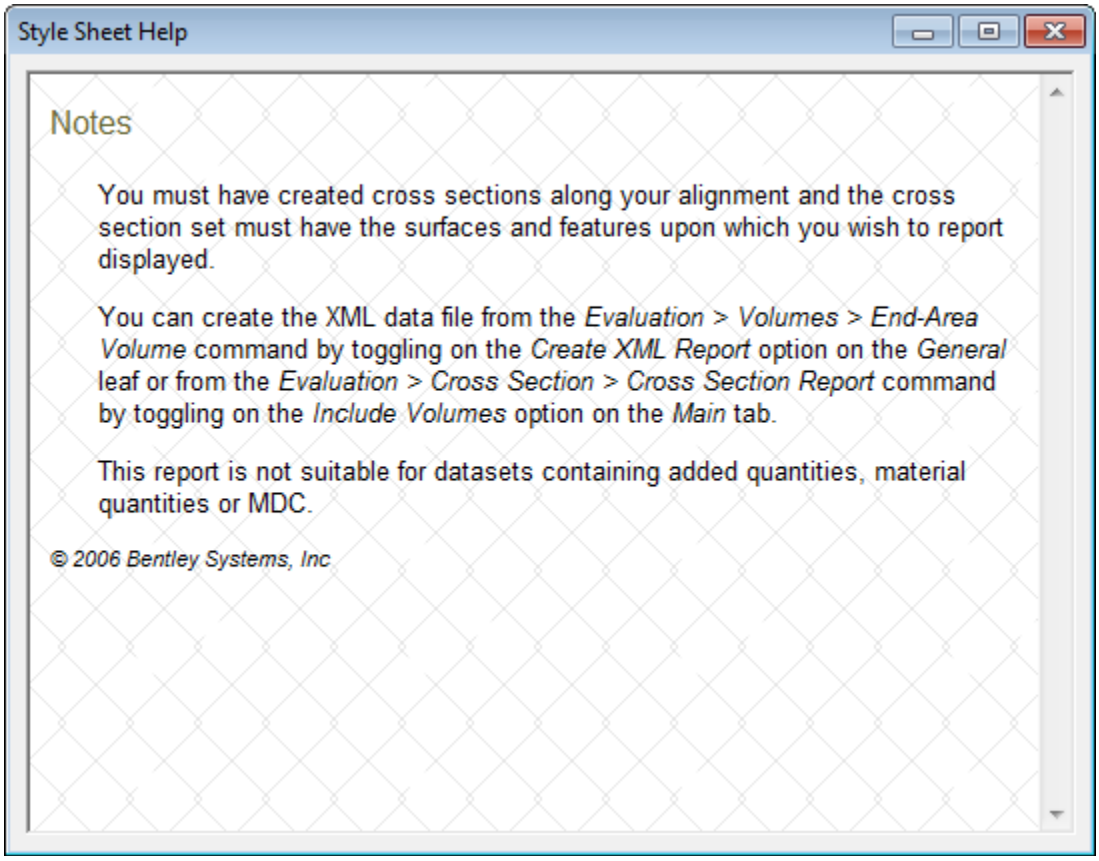

Figure L11-8 Style Sheet Help
25.	**Information Only:** • Brief Style Sheet Help Information is provided by Right clicking on the **GDOT Earthwork Volumes.xsl** Style Sheet Name and selecting **Style Sheet Help**. • Help information is provided as shown in *Figure L11-8*. • **Close** the **Style Sheet Help** dialog by clicking the Red (X) in the upper right corner of the dialog box.